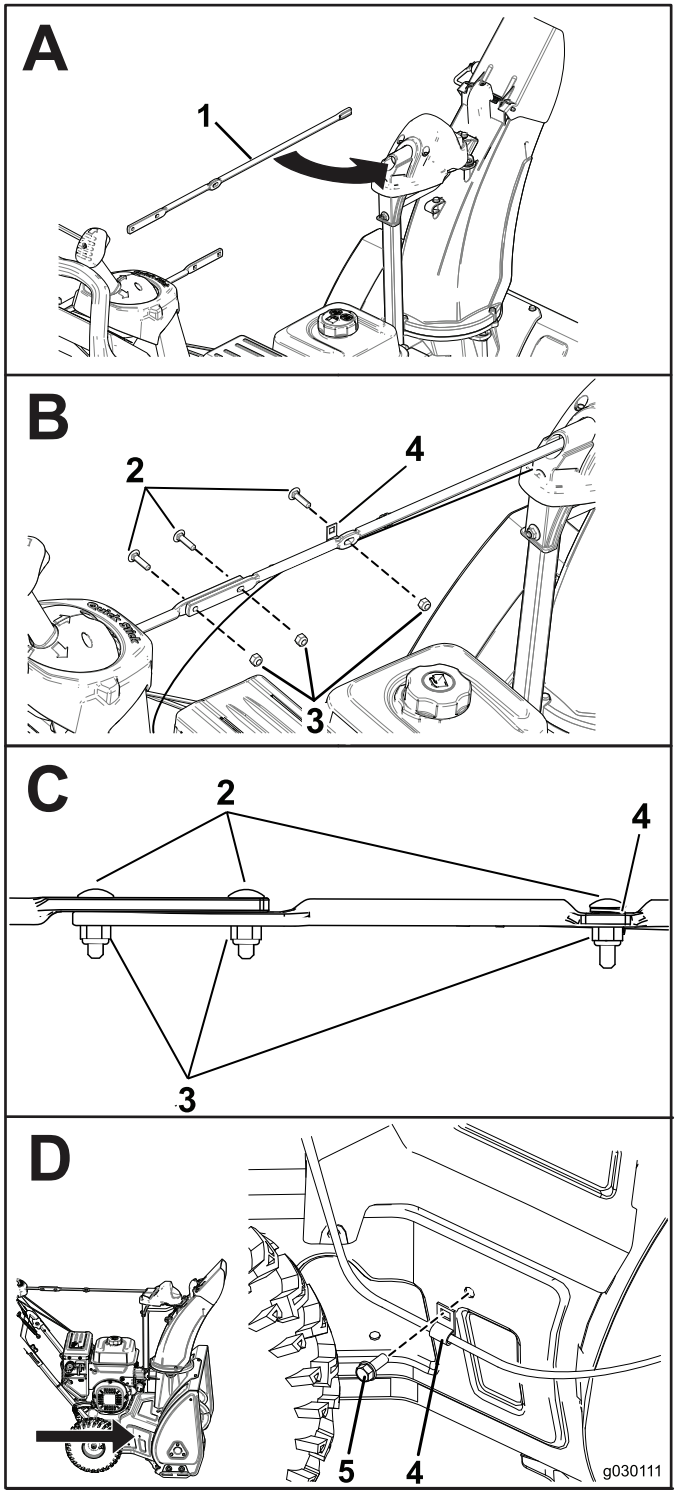

Figur 6
2. Montera utkastarens stöd och fäst kablarna (Figur 6).